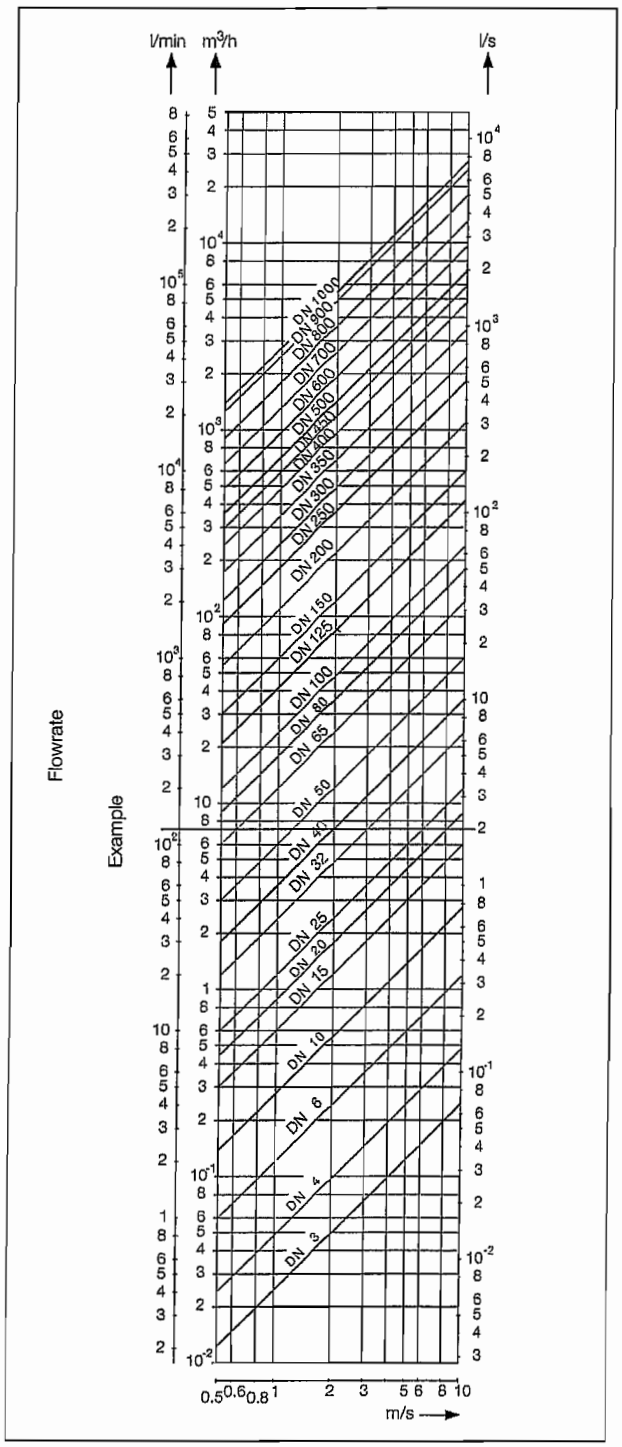

Fig. 5: Flow Range Nomograph DN 3 to DN 1000 : 1/10" to 40"
2. Determine the flow velocity from the Flow Range Nomograph Fig. 5 .